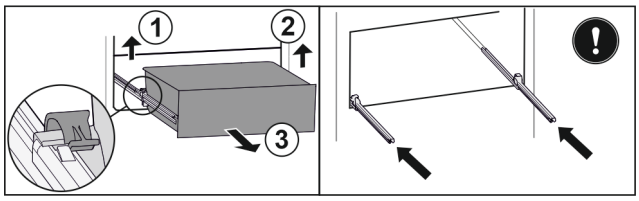

Fig. 175
▶ Ridicați clema din stânga și trageți concomitent sertarul din stânga spre înainte. *Fig. 175 (1)*
▶ Ridicați clema din dreapta și trageți concomitent sertarul din dreapta spre înainte. *Fig. 175 (2)*
▶ Extrageți sertarul spre înainte. *Fig. 175 (3)*